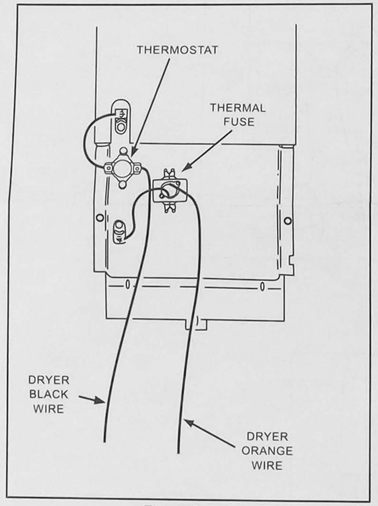

Figure 3
If failed element is Part Numebr 61195,61513, 61514,61515,or 61516 (similar to Fig. 3):
b. Connect dryer orange wire to (thermal) fuse as in Fig. 3
c. Connect dryer black wire to (limit) thermostat as in Fig. 3
b. Connect dryer orange wire to replacement heater element (thermal) fuse (see Fig 3)
c. Connect dryer black wire to replacement heater element (limit) thermostat (see Fig 3)